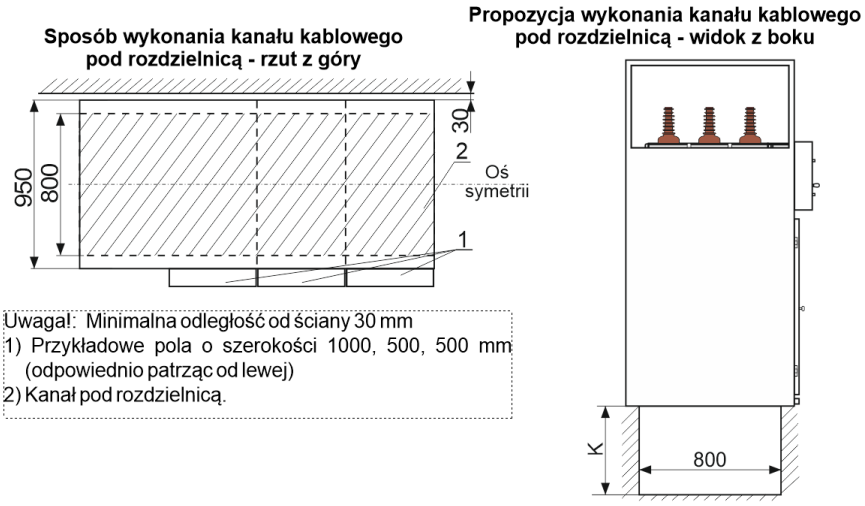
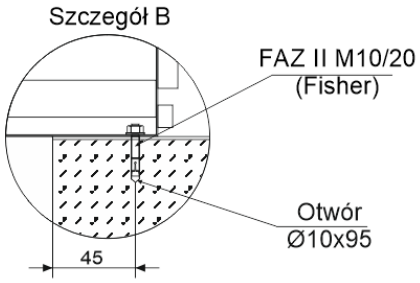
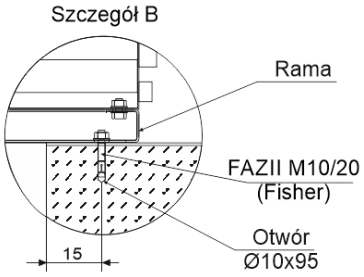

Rys. 11 Sposób wykonywania kanału kablowego pod rozdzielnicą SN typu Rotoblok SF.
Rys. 14 Montaż rozdzielnicy Rotoblok SF do posadzki betonowej wariant bez ramy.
Rys. 15 Montaż rozdzielnicy Rotoblok SF do posadzki betonowej wariant z ramą.
We wszystkich przypadkach pod rozdzielnicami wymagany jest kanał kablowy wg Tabela 13, Rys. 11. Opcjonalnie rozdzielnica może być ustawiona na cokole lub na podniesionej podłodze. W przypadku zastosowania innego typu głowic prosimy o kontakt z producentem.
- Obsadzić rozdzielnicę na posadzce i wypoziomować, przykręcić wstępnie rozdzielnicę do podłoża, wg Rys. 14, Rys. 15;
Przy zastosowaniu kabli suchych, kanał kablowy pod rozdzielnicą należy wykonać wg Rys. 11, Rys. 14, Rys. 15, Tabela 13.